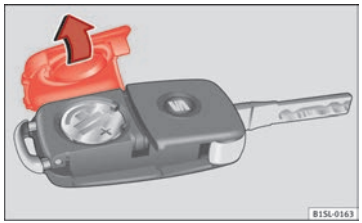

Fig. 15 Clé du véhicule : couvercle du compartiment de la pile.
- Retirez le couvercle de la partie arrière de la clé du véhicule ⇒ fig. 15 dans le sens de la flèche ⇒ ⓘ.
- Placez le couvercle sur le boîtier de la clé du véhicule et appuyez comme indiqué ⇒ fig. 15, dans le sens contraire de la flèche, jusqu'à ce qu'il s'encastre.